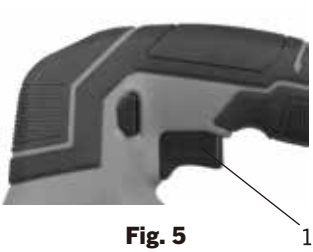
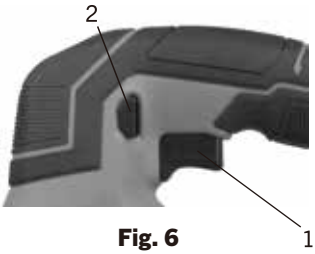

Fig. 5
Fig. 6
4. Faites glisser la base vers l'arrière pour engager la fente de l'angle de biseau (5) avec l'ergot de guidage (3) (Fig. 6).
Pour régler l'angle de coupe elliptique, tournez le levier de coupe à mouvement elliptique vers l'avant ou vers l'arrière jusqu'au numéro du réglage souhaité (1) (Fig. 5).
1. Pour allumer la scie sauteuse, appuyez sur le bouton de verrouillage (2) (Fig. 6) et appuyez sur la gâchette (1) (Fig.5).